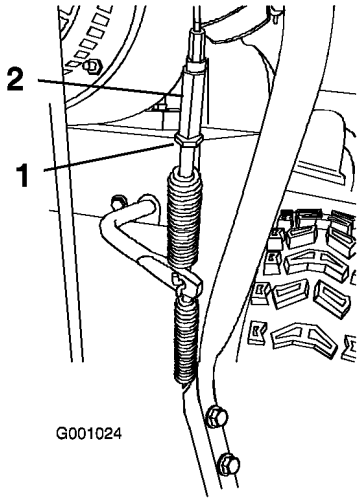

Figur 48
5. Lossa kontramuttern (Figur 48).
6. Lossa eller dra åt spännmuttern som reglerar kabelanspänningen (Figur 48).